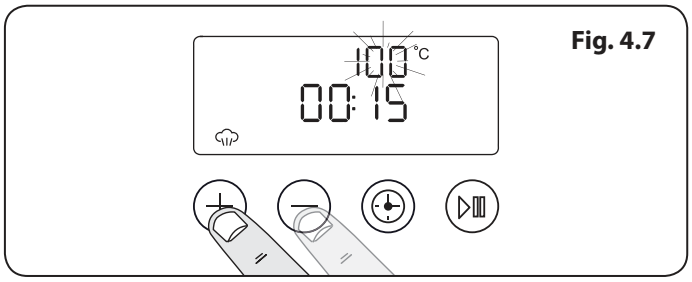

Fig. 4.7
2. För att ändra temperaturen, tryck på och håll ned temperaturknappen (**Fig. 4.6**) och använd [+] eller [-] knapparna för att ändra temperaturen (**Fig. 4.7**).